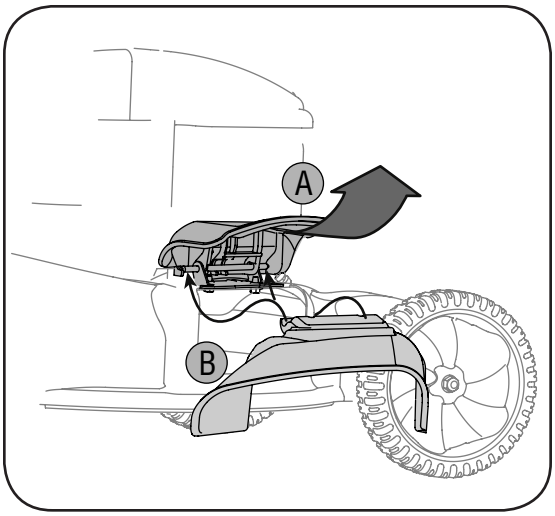

Figure 3-7
b. Slide two hooks of side discharge chute under the hinge pin on the mulching plug assembly and lower the side mulching plug. See Figure 3-7.